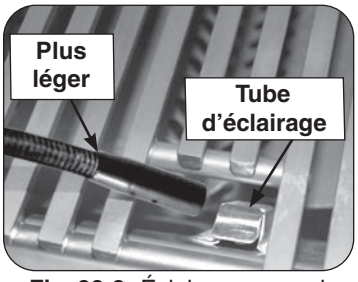

Fig. 28-2 Éclairage manuel via un tube d'éclairage
2. Passez un allumeur brûlant de butane de long-baril ou une allumette brûlante de long-tige dans la grille à cuire s'ouvrant au dessus du tube d'éclairage. (Fig. 28-2). Pour les brûleurs de dos ou les brûleurs infrarouges, maintenez la flamme contre la surface du brûleur de brûleurs arrière / infrarouge.